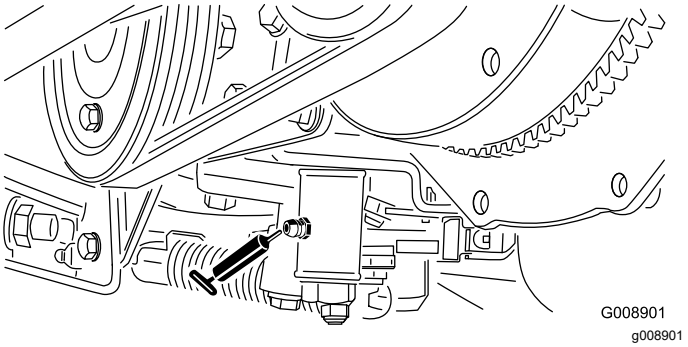

Figur 67
2. Løft maskinens bagende med en donkraft placeret under baghjulsmotoren. (Figur 67).
- Neutraljusteringsmekanismen (Figur 67)